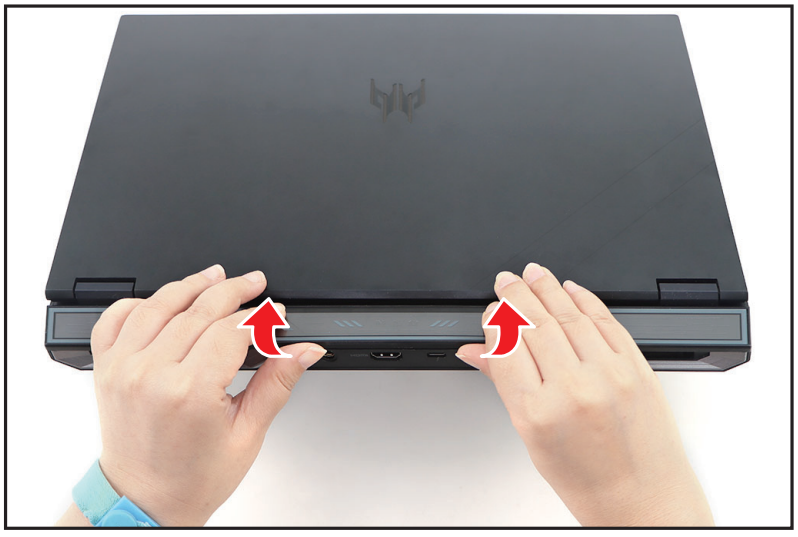

Figure 1-5. Base Cover Removal
3. Lift the bottom side of the strip cover to release the remaining bottom latches (Figure 1-5).